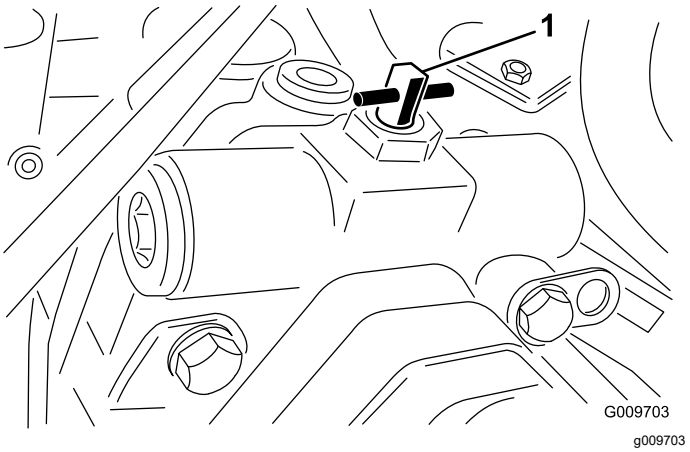

Figur 77
3. Drej omløbsventilen 90 ° (¼ omdrejning) i den ene eller den anden retning for at åbne den og lade væske løbe om internt (Figur 77).
2. Drej omløbsventilen 90 ° (1/4 omdrejning) i den ene eller den anden retning for at åbne den og lade væske løbe om internt (Figur 77).